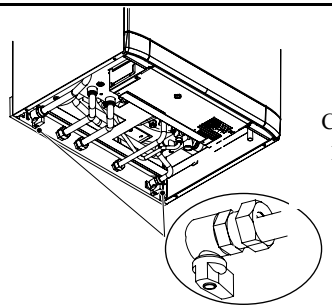

Fig. 2.10
2. Shut off the gas supply cock 16 and the cocks for the water circuits fitted under the boiler (Fig. 2.10).
2. Перекройте кран подачи газа 16 и краны водяных контуров, расположенные под котлом (рис.2.10).